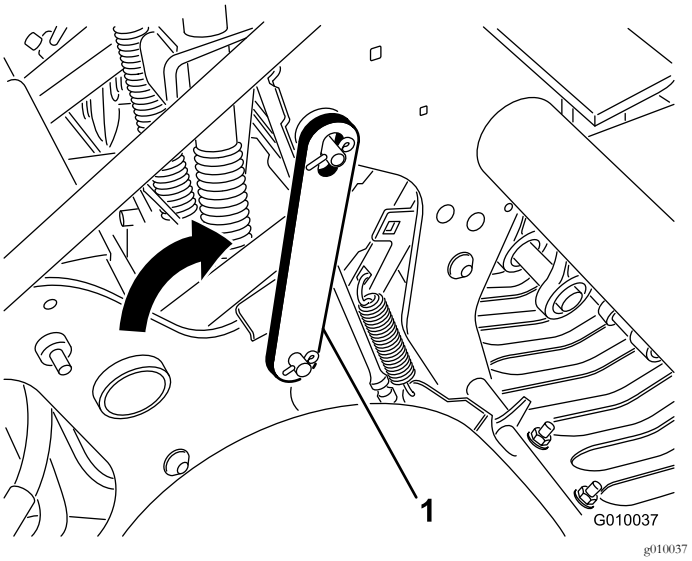

Figur 21
4. Vrid servicespärren bakåt, och sätt fast den på luftarhuvudstappen (Figur 21). Fäst den med klämringen.